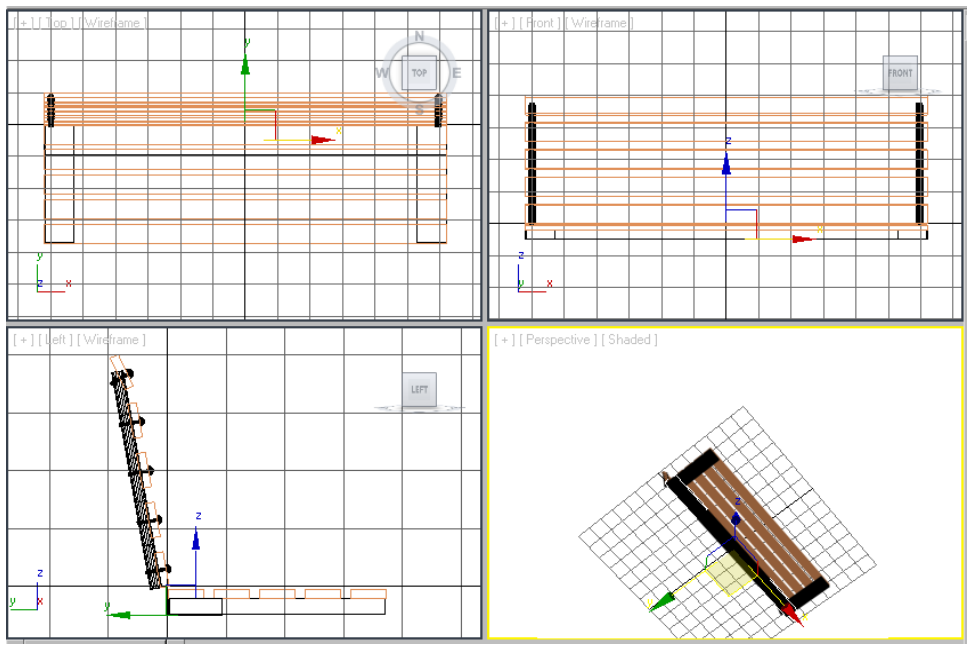

Figure 3-57 *Alignment of the leg support003 with the horizontal seat support in all viewports*
10. Invoke the **Select and Move** tool and align the *leg support003* with the *horizontal seat support* in all viewports, as shown in Figure 3-57.